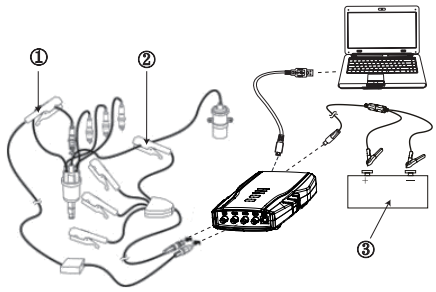
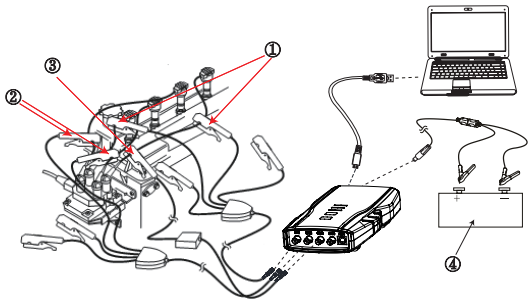

Fig. 52: Equipment connection of traditional ignition
Fig. 53: Equipment connection of double end ignition
Traditional ignition / Direct ignition: Connect BNC end of 1 cylinder signal to CH3 ofKT720 , use signal clip to clip high voltage line of one cylinder of engine. Please check that there is “This side faces to spark plug” on the signal clip, do not clip reversely; connect BNC end of capacitive pickup to CH1, and then use capacitive pickup to clip high voltage line of each cylinder. As shown Fig.52 for connecting method.
Double end ignition: Connect BNC end of 1 cylinder signal to CH3 ofKT720 , used for synchronization of cylinder signal, use signal clip to clip high voltage line of one cylinder of engine. Please check that there is “This side faces to spark plug” on the signal clip, do not clip reversely. Connect BNC end of one capacitive pickup to CH1, then connect the other end to positive of high voltage cylinder line. Connect BNC end of the other capacitive pickup to CH2, then connect the other end to negative of high voltage cylinder line. As shown Fig.53 for connecting method.
1. Connect equipment according to Fig.52 or Fig. 53, switch on power supply.